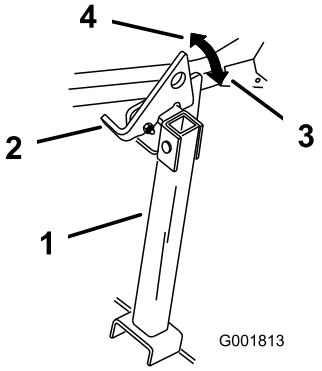

Figur 26
2. Lyft upp spärrhaken i fritt läge (Figur 26).